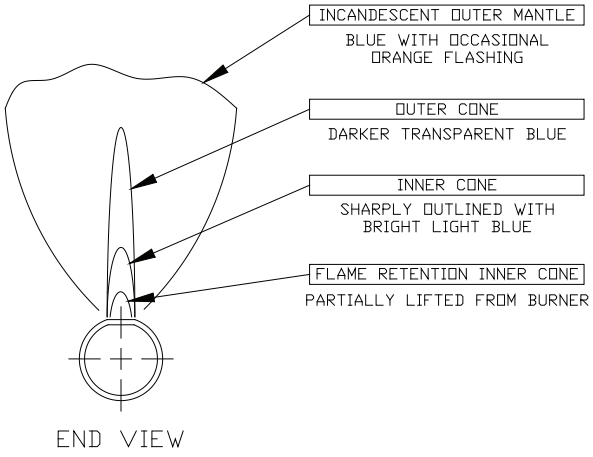

FIGURE 17: MAIN BURNER FLAME - 1" BURNERS
13) Inspect the main burner flames visible through the observation port in burner access panel. The flame should be stable and mostly blue (see Figure 17). No yellow tipping should be present; however, intermittent flecks of yellow and orange in the flame are normal.